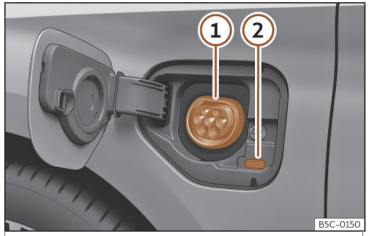

Abb. 194 Hinter der Batterieladeklappe vorn links: Ladedose
››› **Abb. 194**
- Drücken Sie bei entriegeltem Fahrzeug auf die Batterieladeklappe, um diese zu öffnen ››› **Abb. 194**.